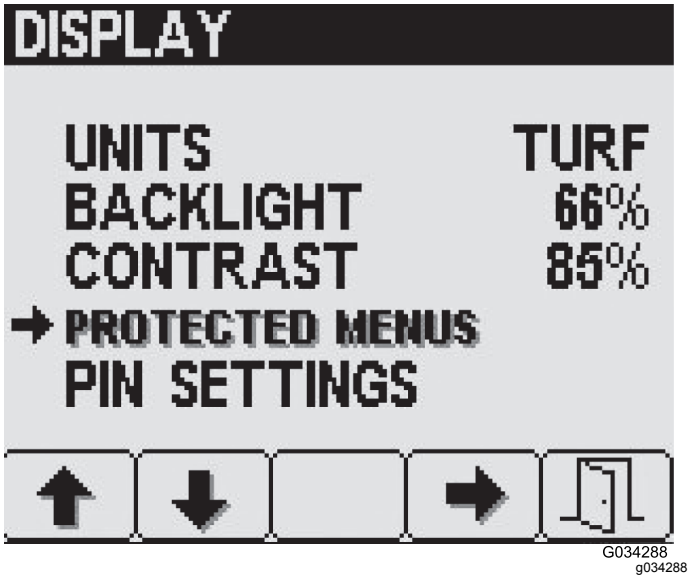

**Рисунок 29**
1. С помощью кнопки 2 на экране Display (Дисплей) выберите пункт Protected Menus (Защищенные меню) и нажмите кнопку выбора 4 (Рисунок 29).
2. Нажимайте кнопку 2, пока не перейдете к нужной позиции защищенного меню (Рисунок 29).